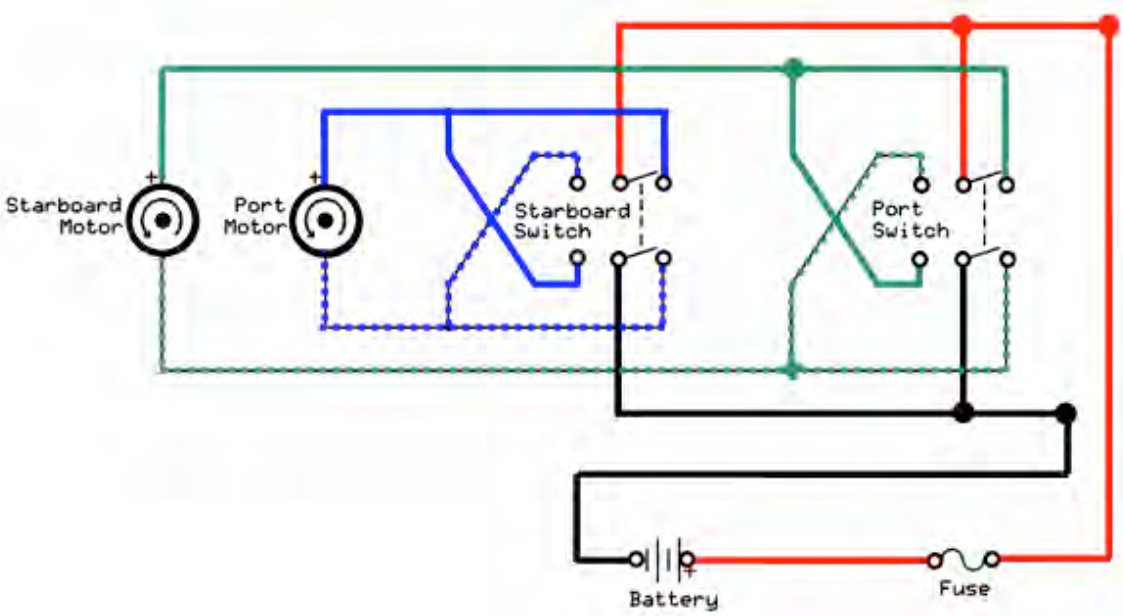

**Figure 45:** Circuit diagram for horizontal (port & starboard) thruster controls.
1. Refer to Figures 45 and 46 on the following pages for a circuit diagram and wiring diagram for the horizontal (port & starboard) thruster controls (the toggle switches).